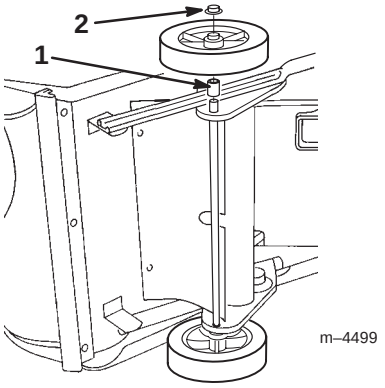

Figur 3
6. Trä på den *korta* distansbrickan och ett hjul på vänster axelände (figur 3).